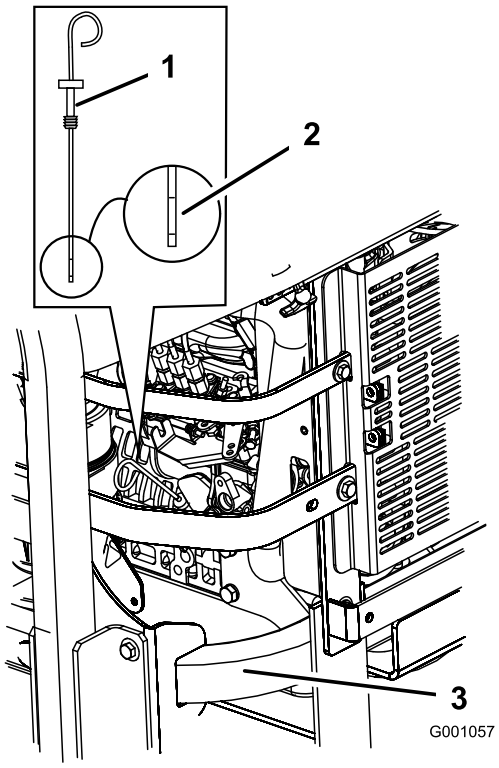

Rysunek 43
3. Oczyść obszar wokół wskaźnika poziomu oleju (Rysunek 43), aby zabrudzenia nie przedostały się do otworu napełniania i nie uszkodził silnika.
4. Wysuń wskaźnik poziomu oleju i oczyść metalową końcówkę (Rysunek 43).
5. Wsuń wskaźnik poziomu oleju do rurki wlewu do oporu. Wyciągnij wskaźnik poziomu i sprawdź metalową końcówkę (Rysunek 43). Jeżeli poziom oleju jest niski, powoli wlej taką ilość oleju do otworu napełniania, aby poziom oleju sięgnął oznaczenia maksymalnego napełnienia.